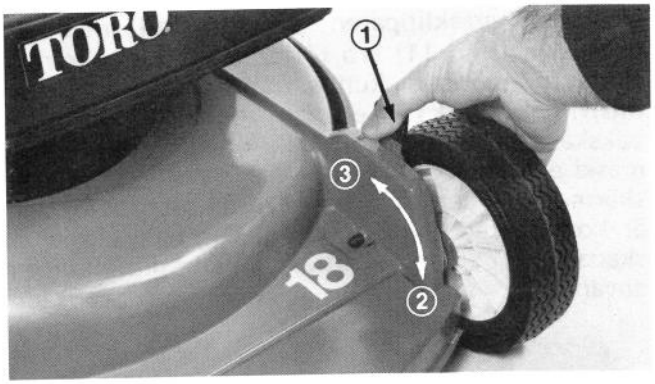

Bild 7
**Justering av klipphöjden** (Bild 7) – Klipphöjden är justerbar från ett till fem approximativa längen.
2. Sätt tummen mot höjdjusteringsknappen med fingrarna på utsidan av hjulet Bild 7.